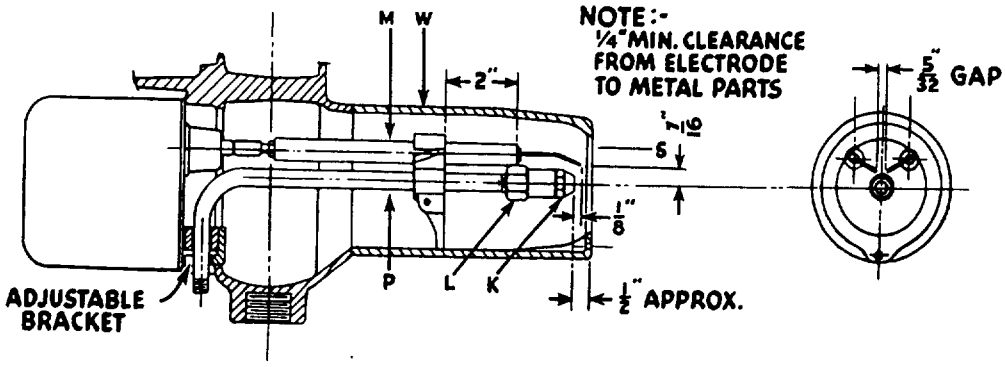

FIG. 9—Electrode Settings
3. Check Electrodes "M". Use a ruler to make these measurements. See Fig. 9. Gap $\frac{1}{8}$" to $\frac{5}{32}$". Electrodes are set approximately $\frac{1}{8}$" in front of nozzle, and $\frac{1}{16}$" above the nozzle center. Bare Electrode Wires shall clear all metal parts by at least $\frac{1}{4}$".